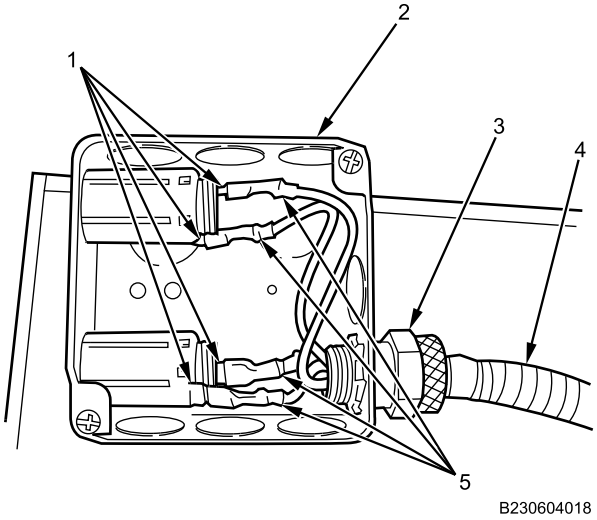

Figure 3. Left Side Junction Box Wires.
3. Pull wires (Figure 3, Item 5) from socket terminals (Figure 3, Item 1).
4. Turn harness connector (Figure 3, Item 3) counterclockwise to remove wire harness (Figure 3, Item 4) from junction box (Figure 3, Item 2).